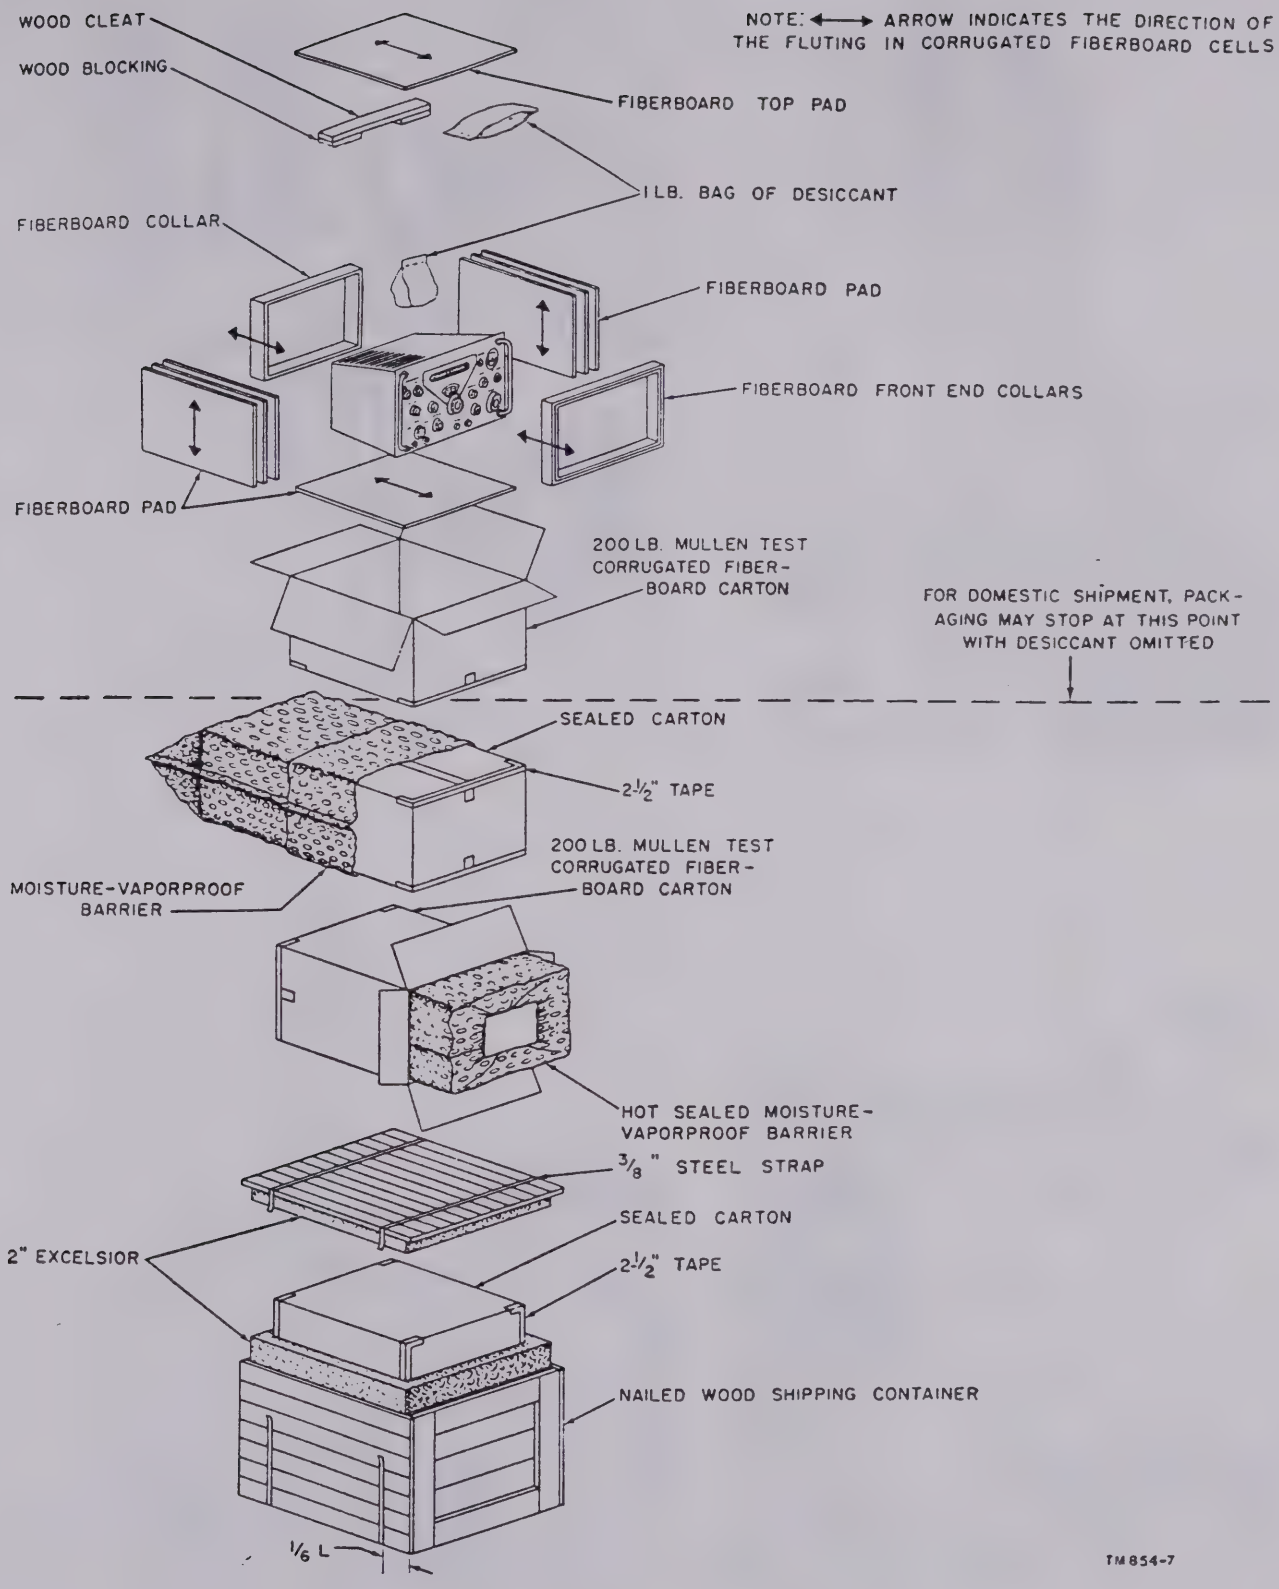

Figure 7. Packaging and packing of Radio Receiver R-388/URR.
Radio Receiver R–388/URR and its spare parts are packed for export shipment in a wooden box. Between the receiver and wooden box, protection from water, moisture, and vapors is obtained by two barrier packages and two cartons. The arrangement of these protective layers is shown in figure 7. The front panel of the receiver is protected by a padded wooden frame. All sides of the receiver are padded with corrugated cardboard. Bags of silica gel are placed within the inner covering of the receiver to absorb any moisture locked in when the receiver is packed. A separate carton contains the spare parts, all of which are packed individually.
b. Step-by-Step Instructions for Uncrating and Unpacking Export Shipments (fig. 7).
(1) Place the packing case as near the operating position as convenient.
(2) Cut and fold back the steel straps.
(3) Remove the nails with a nail puller. Remove the top and one side of the packing case. Do not attempt to pry off the sides and top; this may damage the equipment.
(4) Remove the waterproof metal container or moistureproof barrier and any excelsior or corrugated paper covering the equipment inside the case.
(5) Remove the equipment from its inner case and place it on the workbench or near its final location.
(6) Inspect the equipment for possible damage incurred during shipment.